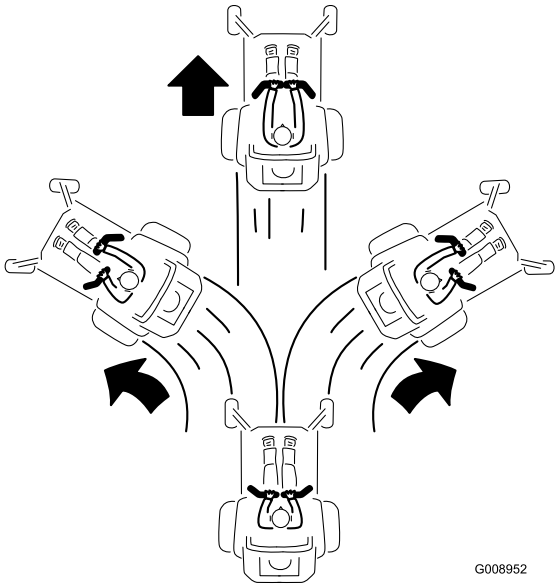

Figur 14
2. Kør fremad ved langsomt at skubbe bevægelseshåndtagene fremad (Figur 14).
Kør lige ud ved at påføre begge bevægelseshåndtag samme tryk (Figur 14).
Drej ved at udløse trykket på bevægelseshåndtaget i den retning, du ønsker at dreje (Figur 14).